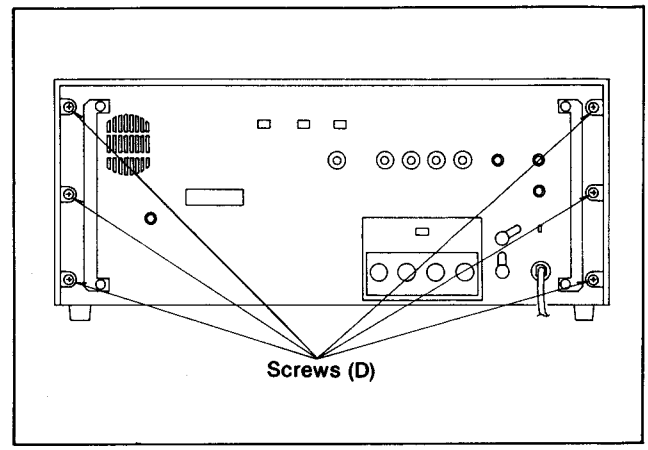

Figure D5
1. Unscrew the 6 screws(D) on the rear panel (Figure D5).